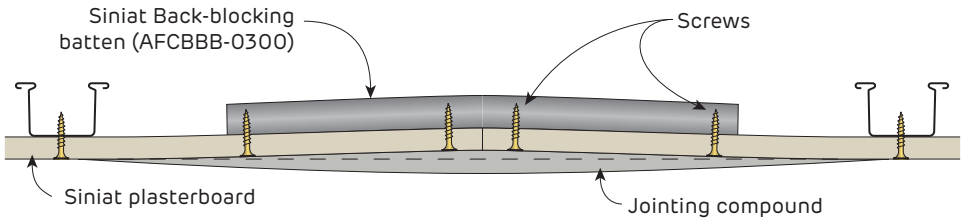
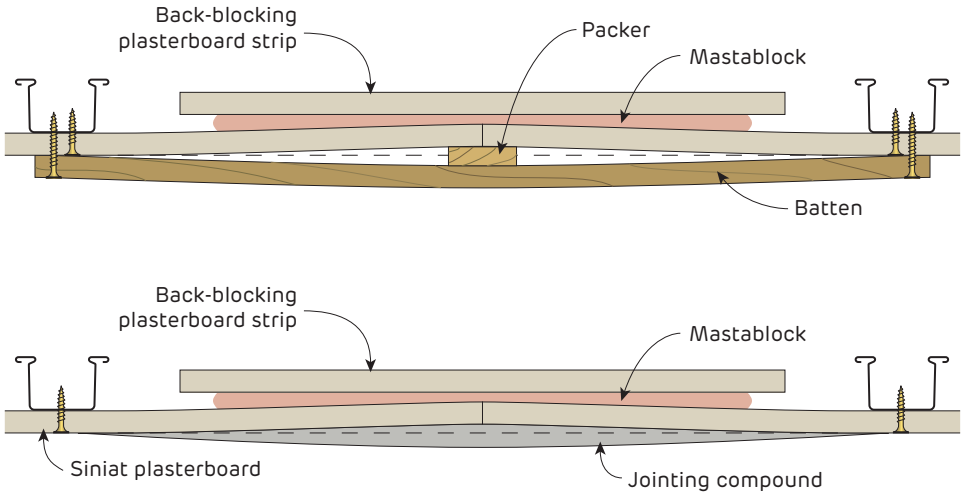

FIGURE 3 **Creating a Recess on a Ceiling Butt Joint using Back-Blocking Battens**
FIGURE 4 **Creating a Recess on a Ceiling Butt Joint using a Temporary Packer**
- Create a recess by using either back-blocking battens as shown in Figure 3 or packers as shown in Figure 4 and 5.